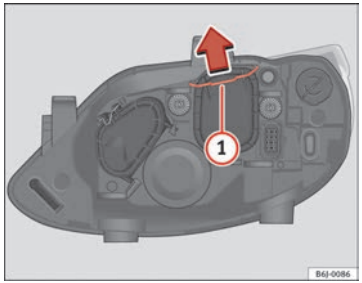

Fig. 164 Dipped beam headlights
– Move the loop ⇒ Fig. 164 (1) in the direction of the arrow and remove the cover.